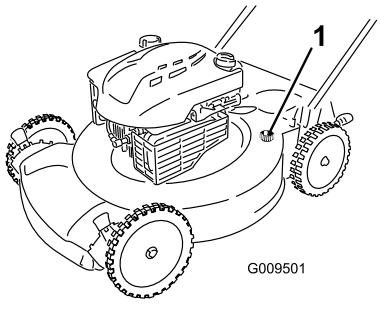

Figura 20
5. Conecte una manguera de jardín que esté conectada a un grifo al orificio de lavado (Figura 20).